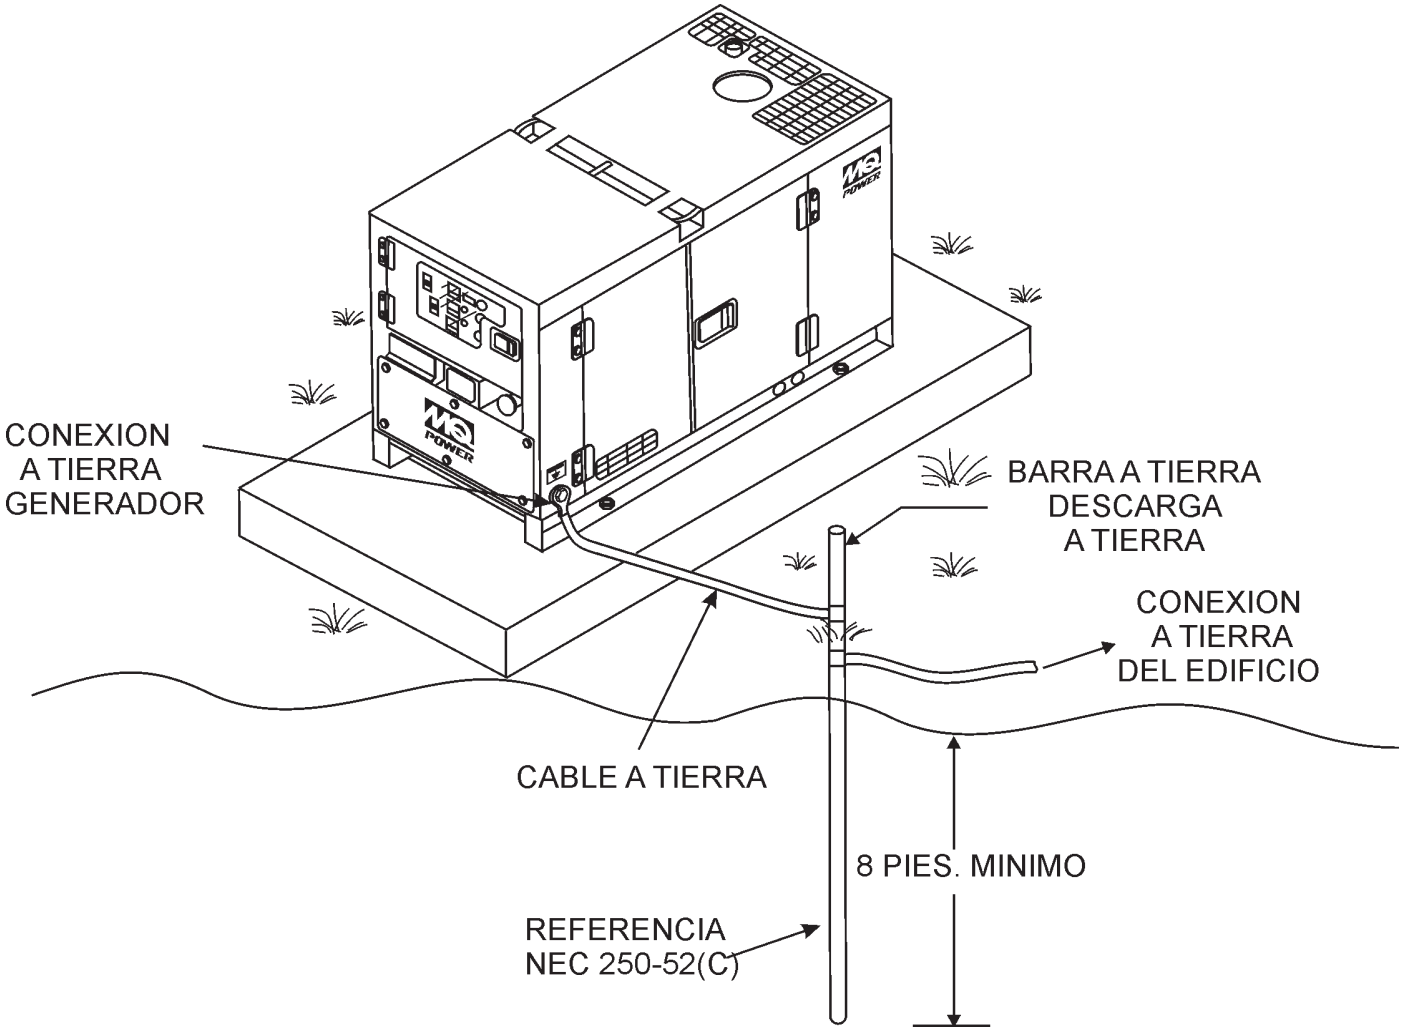

**Figura 4. Aplicación a tierra típica del generador**
2. Cuando instale el generador (Figura 4) conecte el cable de tierra entre la rondana de presión y tuerca en el generador y apriete la tuerca completamente. Conecte la otra punta de cable a tierra.
3. Artículo 250-52 (C) del CNE, específica que la varilla de conexión a tierra debe ser enterrar a un mínimo de 2.5 m. (8 pies) bajo tierra.